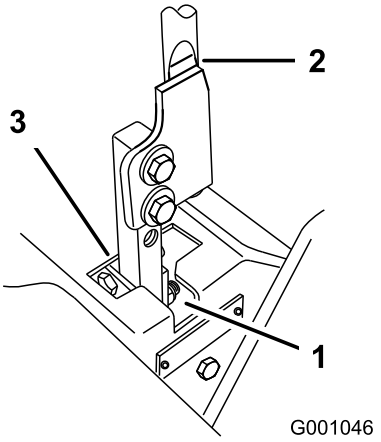

Figur 95
5. Flytta spaken till neutralläget, men lås inte fast den (Figur 95).
6. Dra spaken bakåt tills sprintbulten (på armen nedanför den vridbara axeln) kommer i kontakt med spårets ände (så att den precis börjar tryckbelasta fjädern) enligt Figur 95.
7. Kontrollera var rörelsereglaget står i relation till spåret i konsolen (Figur 95).